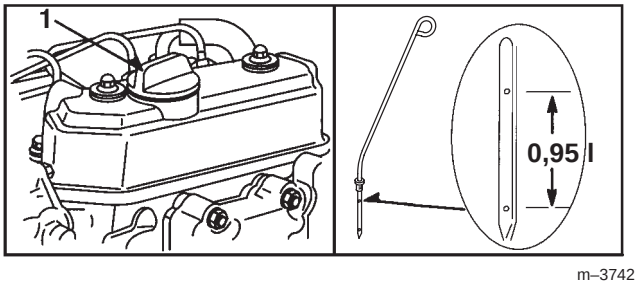

Bild 7
4. Schrauben Sie den Ölpeilstab los und wischen das Metallende ab (Bild 7).